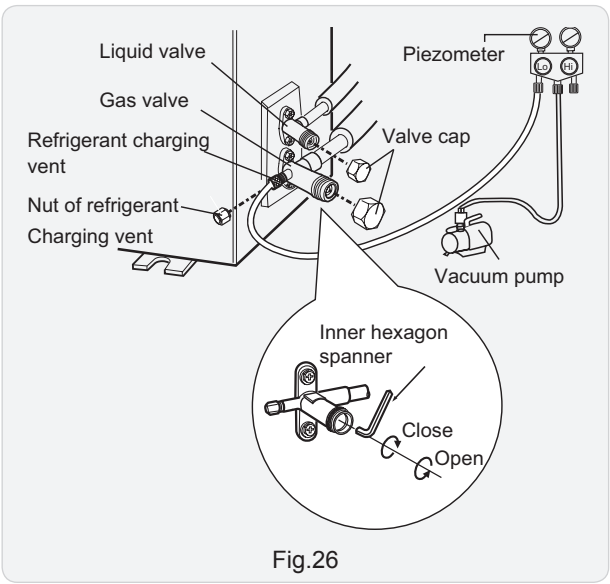

Fig.26
(1) Remove the valve caps on the liquid valve and gas valve and the nut of refrigerant charging vent.
(2) Connect the charging hose of piezometer to the refrigerant charging vent of gas valve and then connect the other charging hose to the vacuum pump.
(3) Open the piezometer completely and operate for 10-15min to check if the pressure of piezometer remains in -0.1MPa.
(4) Close the vacuum pump and maintain this status for 1-2min to check if the pressure of piezometer remains in -0.1MPa. If the pressure decreases, there may be leakage.
(5) Remove the piezometer, open the valve core of liquid valve and gas valve completely with inner hexagon spanner.
(6) Tighten the screw caps of valves and refrigerant charging vent. (As show in Fig.26)